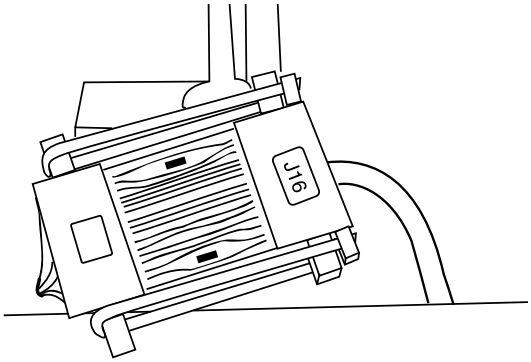

Figure 3-9. Connecting J2 and J6 Using the Jumper PCB
4. Using a small screwdriver, remove the cable access door from the rear of the register. Position the cable to connect J2 to J16 using the jumper PCB. Make sure J2 and J16 are positioned so that the X and • align. (Some cables are marked with TERM rather than •.) Use the tie wraps provided to secure the connection. See *Figure 3-9*.